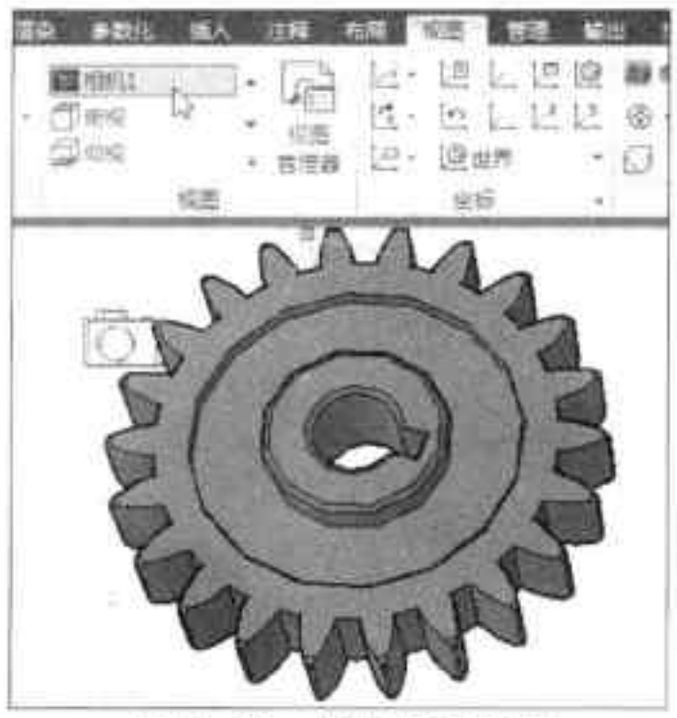

图11-31 选择相机视图
Step 03 执行“视图 > 视图”命令，在视图列表中选择刚创建的相机视图选项，将当前视图切换至相机视图，如图 11-31 所示。